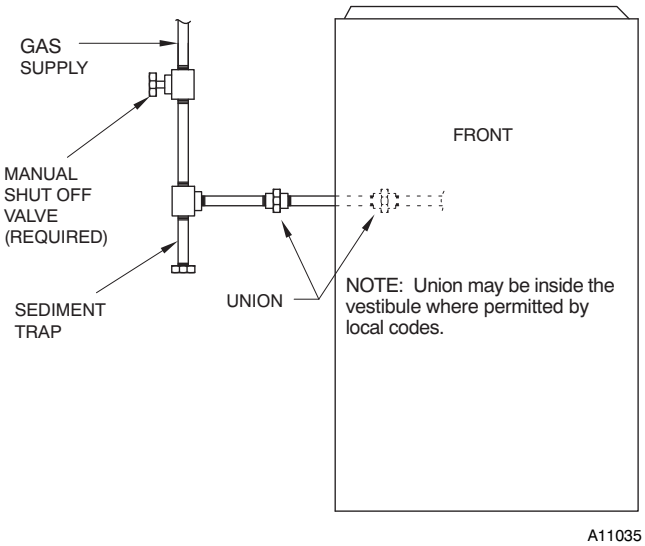

Fig. 34 – Typical Gas Pipe Arrangement
Install a sediment trap externally in the riser leading to furnace as shown in **Fig. 34.** Connect a capped nipple into lower end of tee. Capped nipple should extend below level of furnace gas controls. Place a ground joint union between furnace gas control valve and exterior manual equipment gas shutoff valve.
1. Drill two (2) 1/8−in. (3 mm) pilot holes through the dimples in the furnace casing near the 7/8−in. knock−out on the side of the casing. Do not remove the knock−out in the side of the casing.
9. Connect field power and neutral leads to furnace power leads inside the external electrical box as shown in Fig. 34.